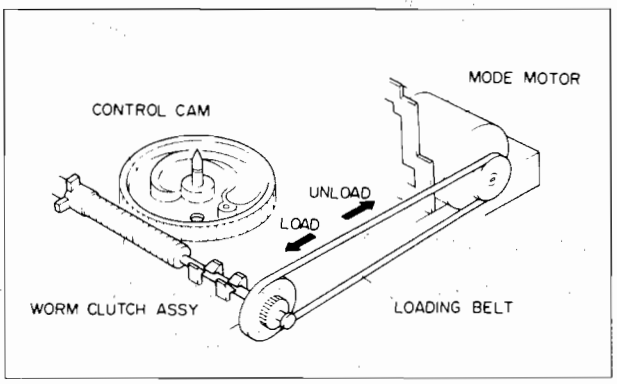

Fig. 2-1-1
2) Turn the mode motor belt by hand in the unloading direction to return the loading posts to the stop position, refer Fig. 2-1-1.